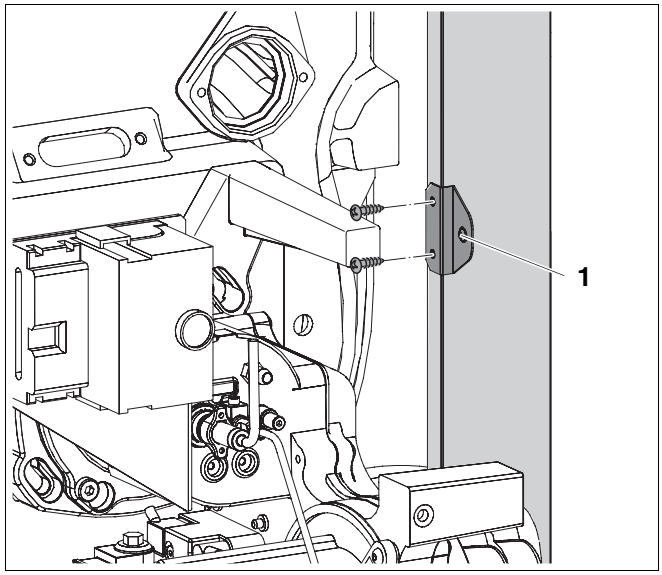

Fig. 44 Montaje de los ángulos en las paredes laterales
- Monte los ángulos para la fijación de la cubierta del quemador a la derecha e izquierda en la pared lateral (➔ fig. 44).